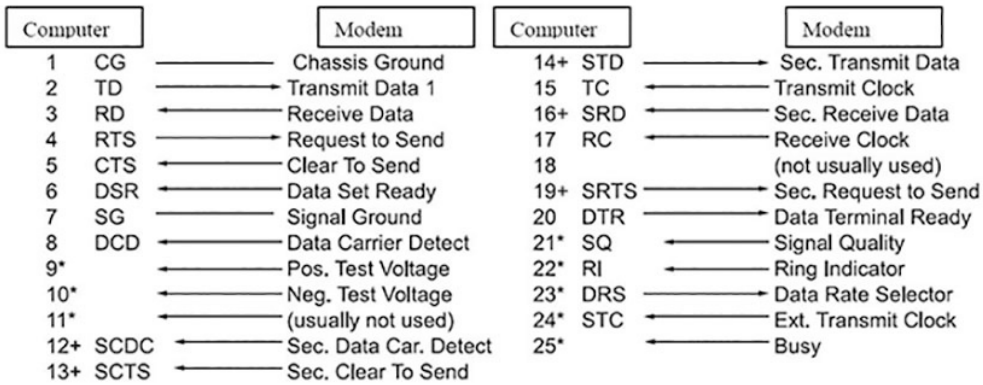

Figure 2–12. Standard circuit connections.
For the purposes of the RS-232 standard, a “circuit” is defined to be a continuous wire from one device to the other. There are 25 wires with voltage signals called “discretes,” where a voltage is present or not present, that determine the operation in the full RS-232 specifications (fig. 2–12). Less than half of the signals are likely to be found in a given interface. In the simplest case, a full-duplex interface may be implemented with as few as three circuits. These three circuits are pin 2 (data from computer to modem), pin 3 (data from modem to computer), and pin 7 (signal ground).
In figure 2–12 above, the character following the pin number means: * rarely used, + used only if secondary channel implemented is used only on synchronous interfaces. The direction of the arrow indicates which end (computer or modem) originates each signal, except for the ground lines (---). The computer is on the left (noted with pin numbers) and the signals on the right are the modem. For example, circuit 2 transmit data (TD) is originated by the (computer), and received by the (modem). It is important to note that the computer’s output is the modem’s input.
A definition of the most common circuits is presented to help give a better understanding of the RS-232 interface. Use both figure 2–12 and figure 2–13 to gain a better understanding of each interface. This text will only cover those signals that are necessary for all RS-232 applications. The signals not with an * or a + sign will not be covered.